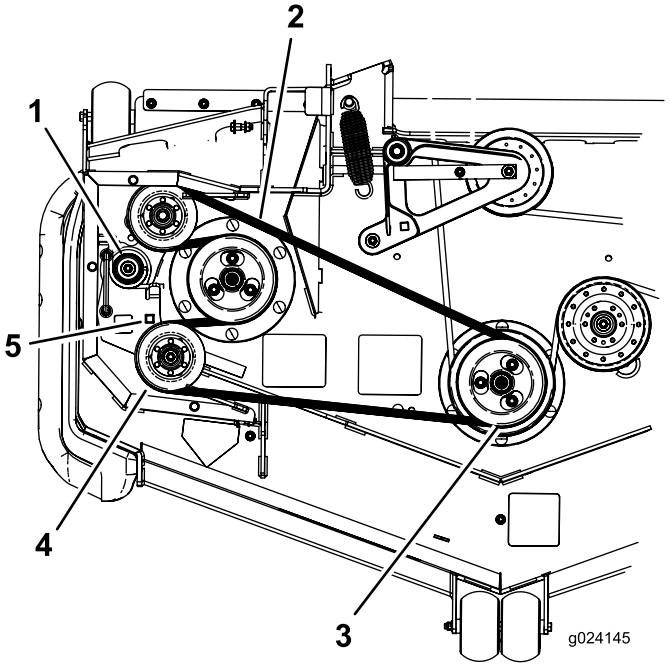

Figur 69
7. Använd en spärrhake i det fyrkantiga hålet i mellandrevsarmen för att minska spänningen på mellanremskivfjädern (Figur 69).